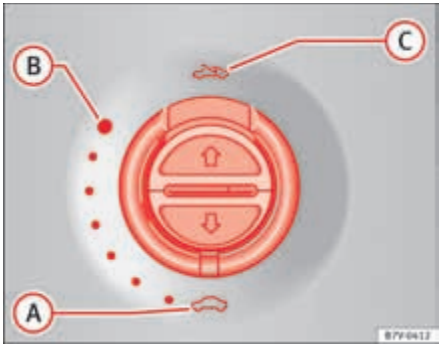

Fig. 61 On the interior roof lining: use the rotary button to open and close.
⇒ page 106, fig. 61
- The ⇒ page 106, fig. 61 (1) switch should be in the “closed” position (A).